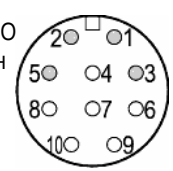

Рис.1 Распайка розетки РС-10 (вид со стороны распайки проводников)
1. Распаять ответную часть разъёма РС-10 согласно требованиям к электромонтажу в соответствии с рис. 1 или 2. После распайки заполнить разъём герметиком.